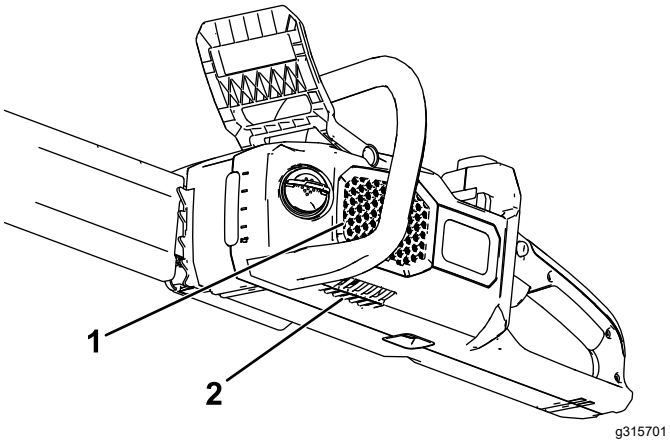

**Rysunek 6**
1. Upewnij się, że otwory wentylacyjne piły łańcuchowej są wolne od pyłu i zanieczyszczeń (Rysunek 6).